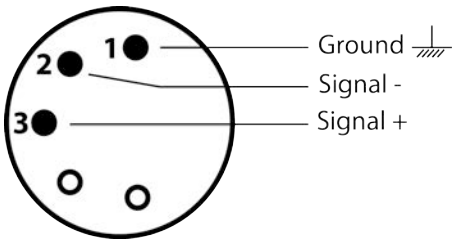

Figure 1-3 DMX512 5 PIN connector
- Verify that the DMX distribution has XLR 5 pin connectors (***Figure 1-3***).